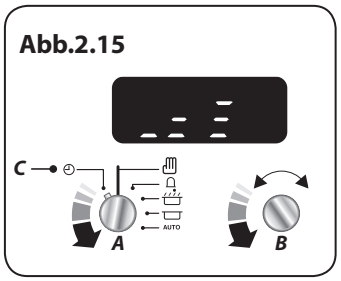

Abb.2.15
Drehen Sie den Einstellknopf Timer (A) in die Stellung Uhr (C). Drehen Sie den Einstellknopf (B) gegen den Uhrzeigersinn, bis die Klangstäbe angezeigt werden **(Abb.2.15)**.